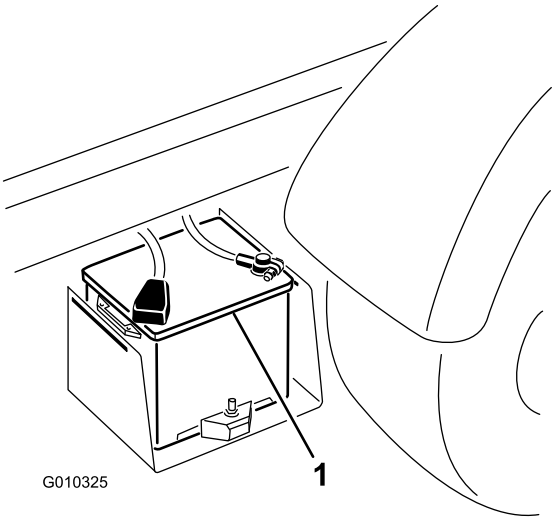

Figur 50
2. Koble de to batterienes positive poler til hverandre med en startkabel (Figur 50). Positive poler kan være markert med et "+"-tegn øverst på batteridekslet.